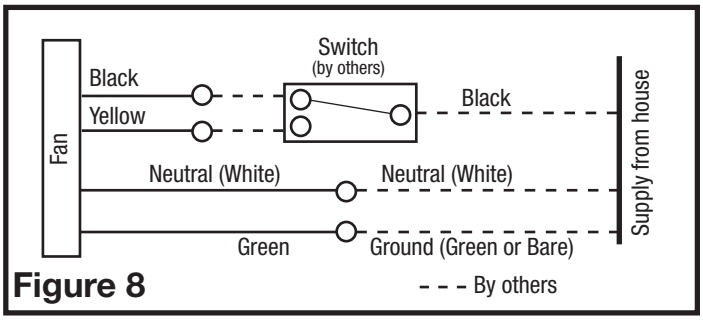

Figure 8
3. Connect the white wire from the house to the white wire from the fan. Connect the ground wire from the house to the green wire from the fan housing **(Figure 8)**. Use approved methods for all connections.